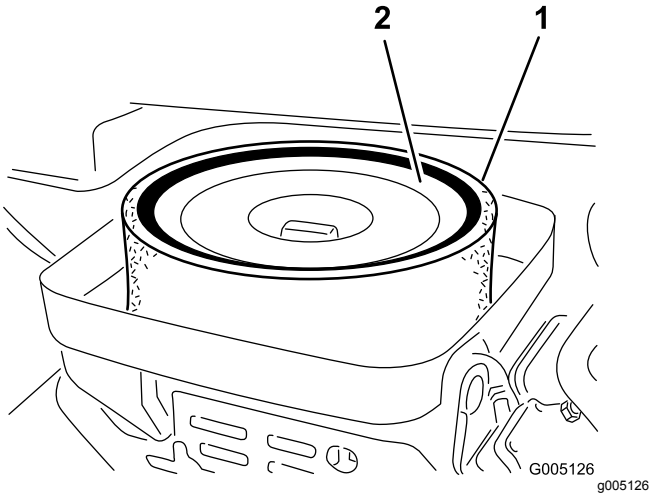

Figur 27
3. Ta av vingemutteren som fester elementene til luftrenseren (Figur 27).
4. Hvis skumelementet er skittent, fjerner du det fra papirelementet (Figur 27). Rengjør den grundig, som følger: